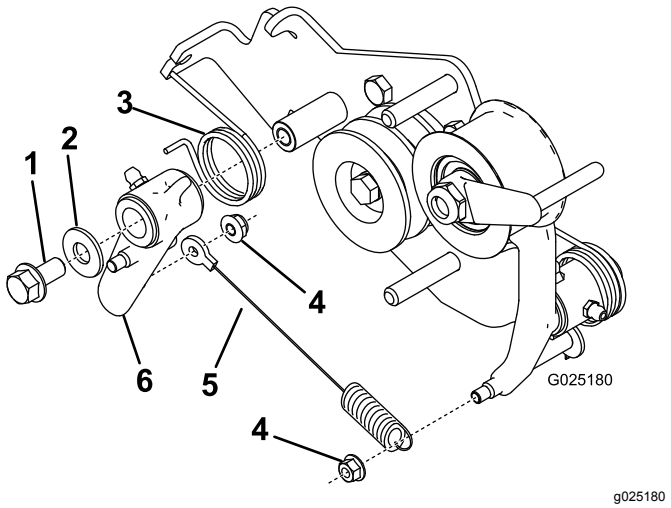

Figur 3
4. Fjern traktionshåndtagssamlingen og nødvendige dele fra det eksisterende koblingsbeslag, og monter dem på det nye koblingsbeslag (Figur 3).
5. Forbind den eksisterende kabelforbindelse med traktionshåndtagssamlingen og koblingshåndtaget ved hjælp af 2 møtrikker fra den eksisterende samling (Figur 3).